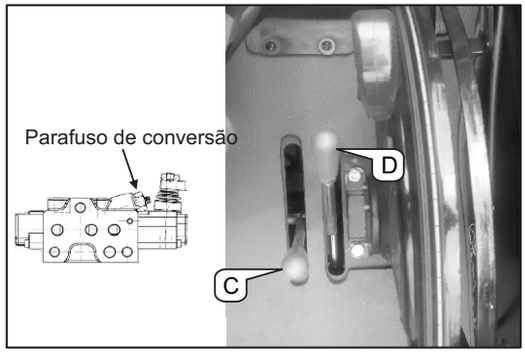

Fig.4.38
A válvula de controle direcional (DCV) equipada é operada por duas alavancas. A alavanca "C" (Fig.4.38) está controlando a Dupla Ação (DA). A DCV e a alavanca "D" (Fig.4.38) controlam o DCV de Ação Única (AU) de Dupla Ação (DA) conversível.
O DCV Conversível pode ser convertido em Dupla Ação apertando o parafuso de conversão (como mostrado na Fig.4.38) e vice-versa para Ação Única.